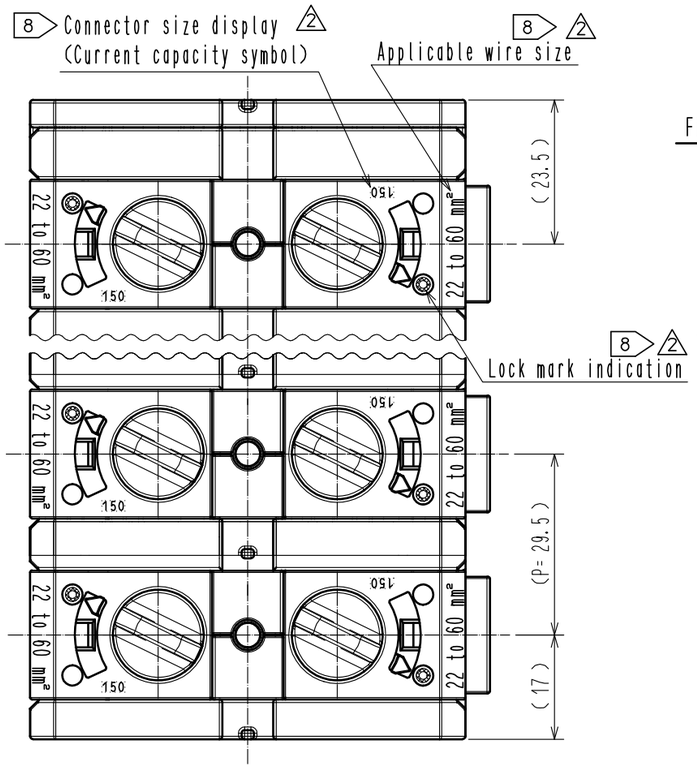

Figure.1 Locked State External View
4. When inserting the contact, please do so until Ref. No. ⑦ rotates back to its original position (shown in Figure.1 Locked State External View).